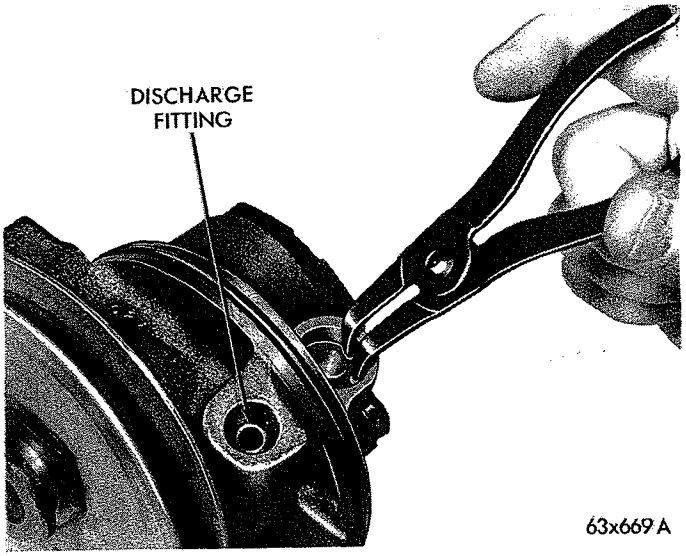

*Fig. 10—Removing Flow Control Valve Retaining Ring*
(1) Remove pump from engine and reservoir from the pump.
(2) Remove snap ring and plug from opening located next to discharge fitting in 1.2 pump (Fig. 10). In .96 pump remove the snap ring plug and pin assembly.